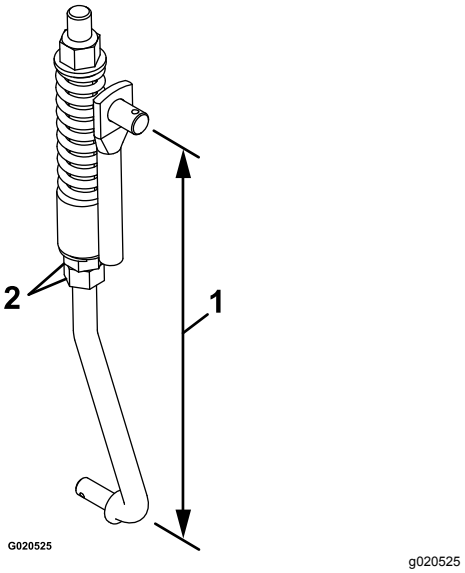

Figur 59
8. Justera längden på länkaget med de två muttrarna som sitter längst ned på den lodräta fjäderenheten (Figur 59).